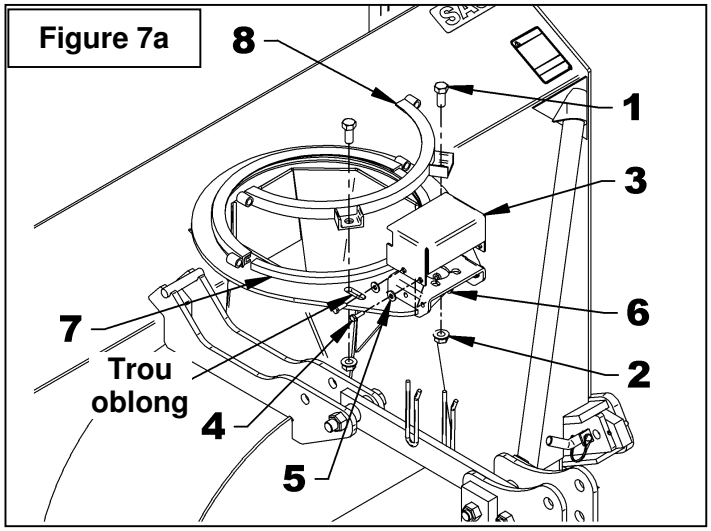
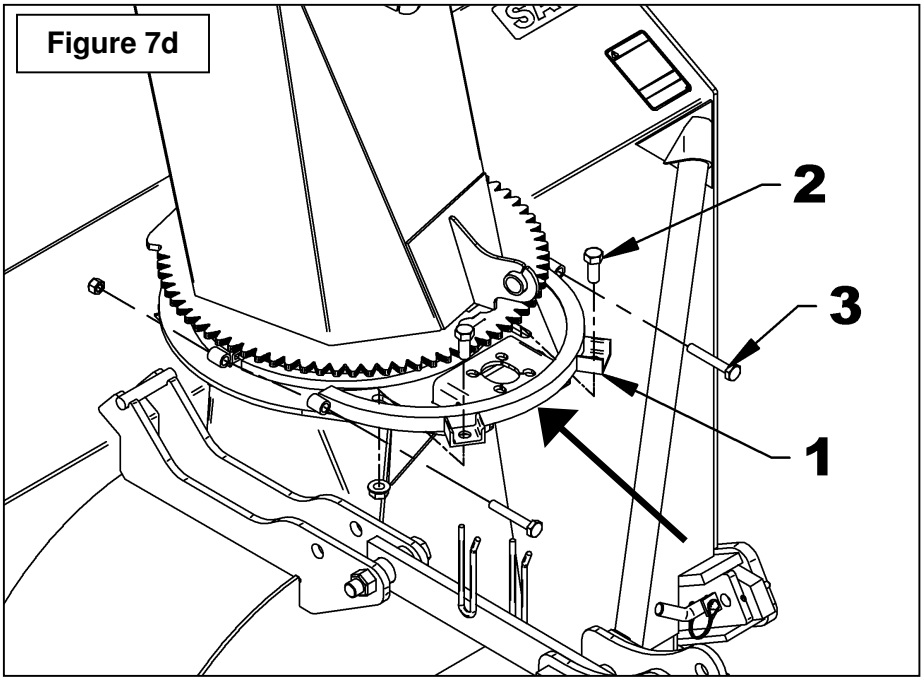

Figure 7a
Figure 7d
2. **Figures 7a:** Retirer la plaque de retenue (item 8) en enlevant les deux boulons 5/8" x 1 1/2 et écrous à bride rainurée 5/8" (items 1-2).
3. **Figures 7a:** Retirer le coussinet de rotation (item 7) et le protecteur d'engrenage (item 3) en retirant les quatre boulons 5/16" x 1", les rondelles plates 3/8 et les écrous à bride rainurée 5/16" (items 4-5-6).
6. **Figure 7d:** Installer la plaque de retenue (item 1) sur la souffleuse en enroulant chacun des deux bouts du coussinet à l'intérieur de la plaque de retenue. Aligner les trous verticaux de la plaque avec les trous oblongs (fig.7a) et fixer à l'aide des deux boulons 5/8" x 1 1/2" (item 2) et écrous à bride rainurée 5/8". Ne pas serrer.
7. **Figure 7d:** Insérer deux boulons 1/2" x 3 1/4" (item 3) pour relier les deux plaques de retenues ensemble. Rapprocher les deux plaques de retenue, en donnant quelques coups de marteau sur la tête des deux boulons en alternant. Si la plaque de retenue recule après chaque coup de marteau, visser légèrement les deux boulons 5/8" x 1 1/2" (item 2). Lorsque le bout des boulons (item 3) dépasse suffisamment, fixer à l'aide de deux écrous à bagues de nylon 1/2" jusqu'à ce que les deux plaques de retenue soient à environ 1/4" l'une de l'autre.
8. **Figure 7d:** Serrer les boulons 1/2" x 3 1/4" (item 3) pour réduire le jeu entre les deux plaques de retenues jusqu'à ce que la chute tourne avec une légère résistance.
9. **Figure 7d:** Serrer complètement les deux boulons 5/8" x 1 1/2" (item 2) selon la ***Table de Spécification des Couples*** à la fin du manuel..